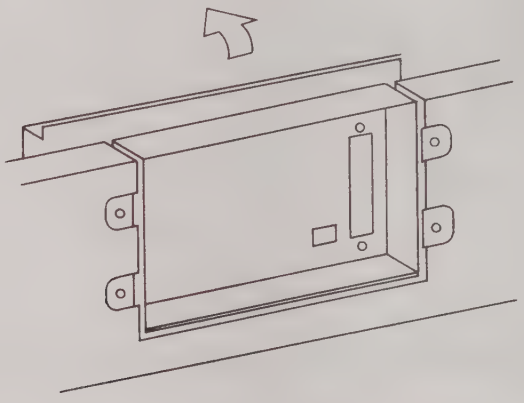

Fig. 4-40 Removing the side panel assembly
3. Press the side panel assembly inward slightly and remove it pulling it toward the front panel as shown in Fig. 4-40.